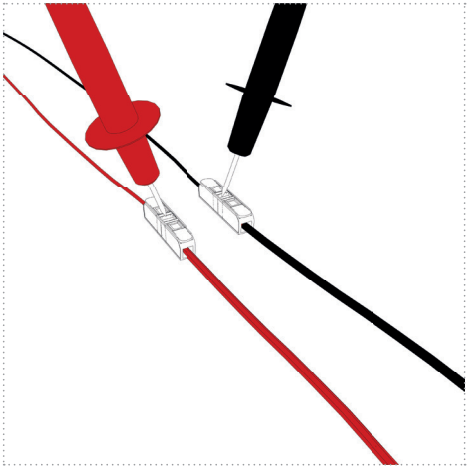

Abbildung: 21
6. Stecken/drehen Sie die Sicherung des Stromkreises der UV-Einheit wieder ein und überprüfen sie auf die korrekte Netzspannung an den Prüföffnungen der Verbindungsklemmen (Abbildung 21).